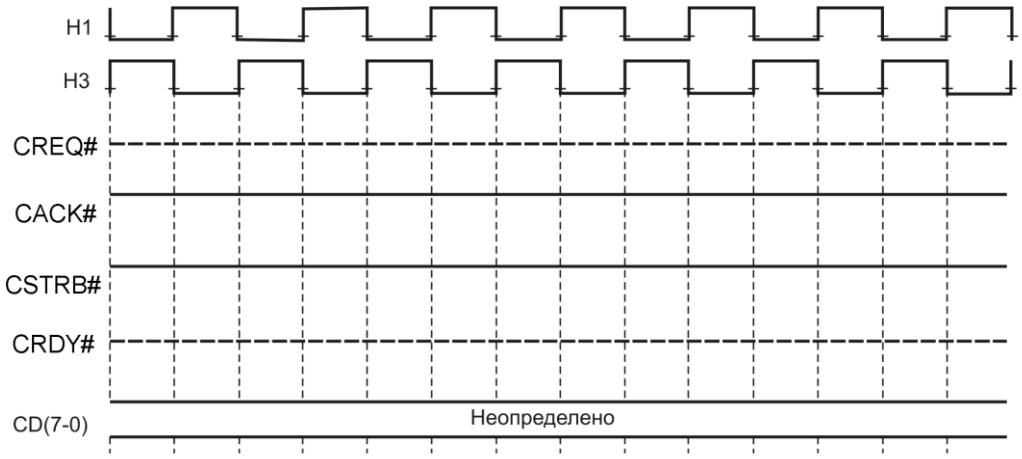

Рисунок 5.151 − Состояние после сброса выходного порта
- состояния выводов (смотри рисунок 5.151) устанавливаются как: